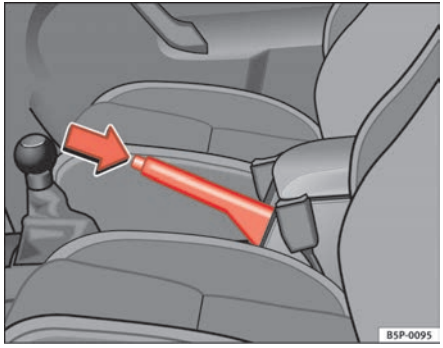

Fig. 144 Handbrake between the front seats
– Pull the handbrake lever up firmly ⇒ fig. 144.
– Pull the lever up slightly and press the locking knob in the direction of the arrow ⇒ fig. 144 and guide the handbrake lever down fully ⇒ ⚠.